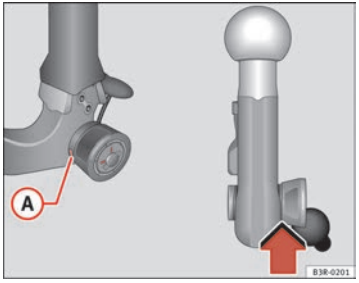

Fig. 159 Removable towing bracket: Safety check
– Check that the green marking (A) ⇒ page 200, fig. 159 on the knob is inside the black zone marked on the ball joint.